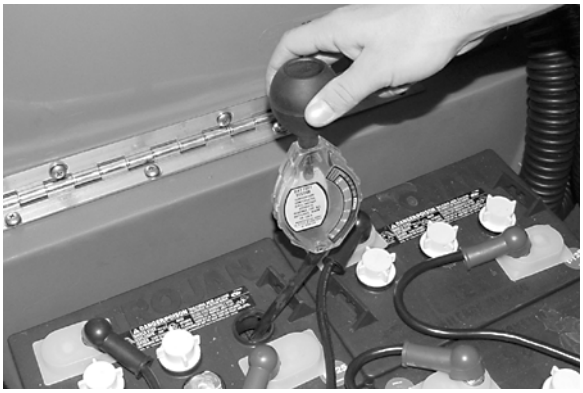

FIG. 42
1. Vérifiez la densité spécifique à l'aide d'un hydromètre, pour déterminer le niveau de charge et l'état des batteries (Figure 42). Si un ou plusieurs des éléments des batteries sont plus faibles que les autres éléments des batteries (de 0,050 ou plus), cela signifie qu'un ou plusieurs éléments sont endommagés, que leur capacité est réduite ou qu'ils vont bientôt tomber en panne. Comparez les mesures hydrométriques avec le tableau suivant pour déterminer le niveau de charge.